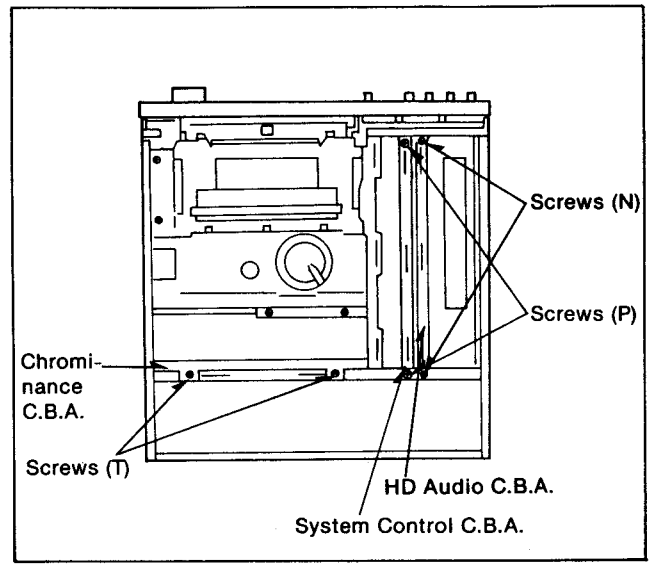

Figure D20
1. Unscrew the 2 screws(N)(Figure D20).
1. Unscrew the 2 screws (P) (Figure D20).
1. Unscrew the 2 screws (T) (Figure D20).
3. Stand the C.B.A. using the C.B.A. standing holes (U).